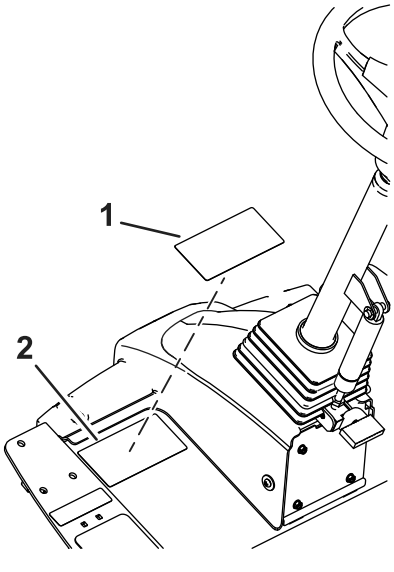

Figuur 37
1. Gebruik schoonmaakalcohol en een schone doek om het oppervlak van de waarschuwingssticker schoon te maken, en laat de sticker drogen (Figuur 37).